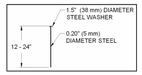

Figure 4: Securing Pin
3. Secure Landlok 450 with pins in the COS trench. Pins should be made of steel with a 0.20 in (5 mm) minimum diameter, having a 1.5 in (38mm) diameter washer at the head, and a length between 12 and 24 in (300-600 mm) with sufficient ground penetration to resist pullout (Figure 4). Longer pins may be required for looser soils. Heaver metal stakes may be required in rocky soils. Suggested placement of pins for the COS trench is along the bottom of the trench with pins on 12 in (300 mm) centers. Pins should also be installed on panel edge overlaps in the COS trench.